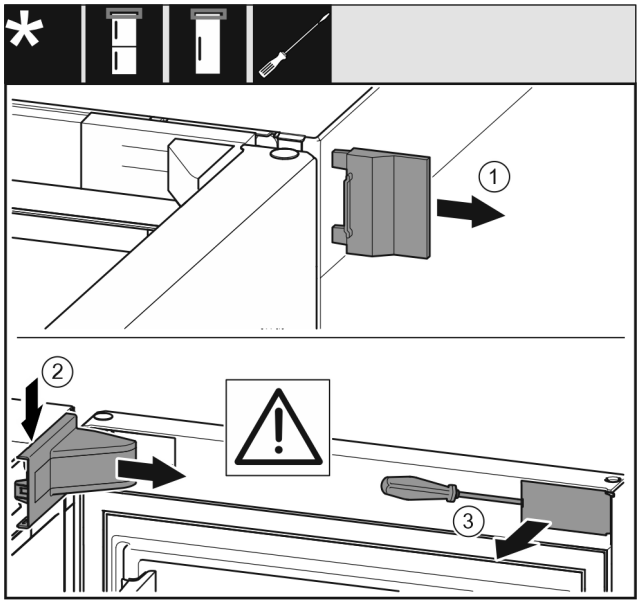

Fig. 9
▶ Αφαιρέστε το εξωτερικό κάλυμμα. *Fig. 9 (1)*
▶ Ξεκουμπώστε και λύστε το κάλυμμα του στηρίγματος. Αφαιρέστε το κάλυμμα του στηρίγματος. *Fig. 9 (2)*
▶ Ξεκουμπώστε το διακοσμητικό κάλυμμα με ίσιο κατσαβίδι και παραμερίστε το προς το πλάι. *Fig. 9 (3)*